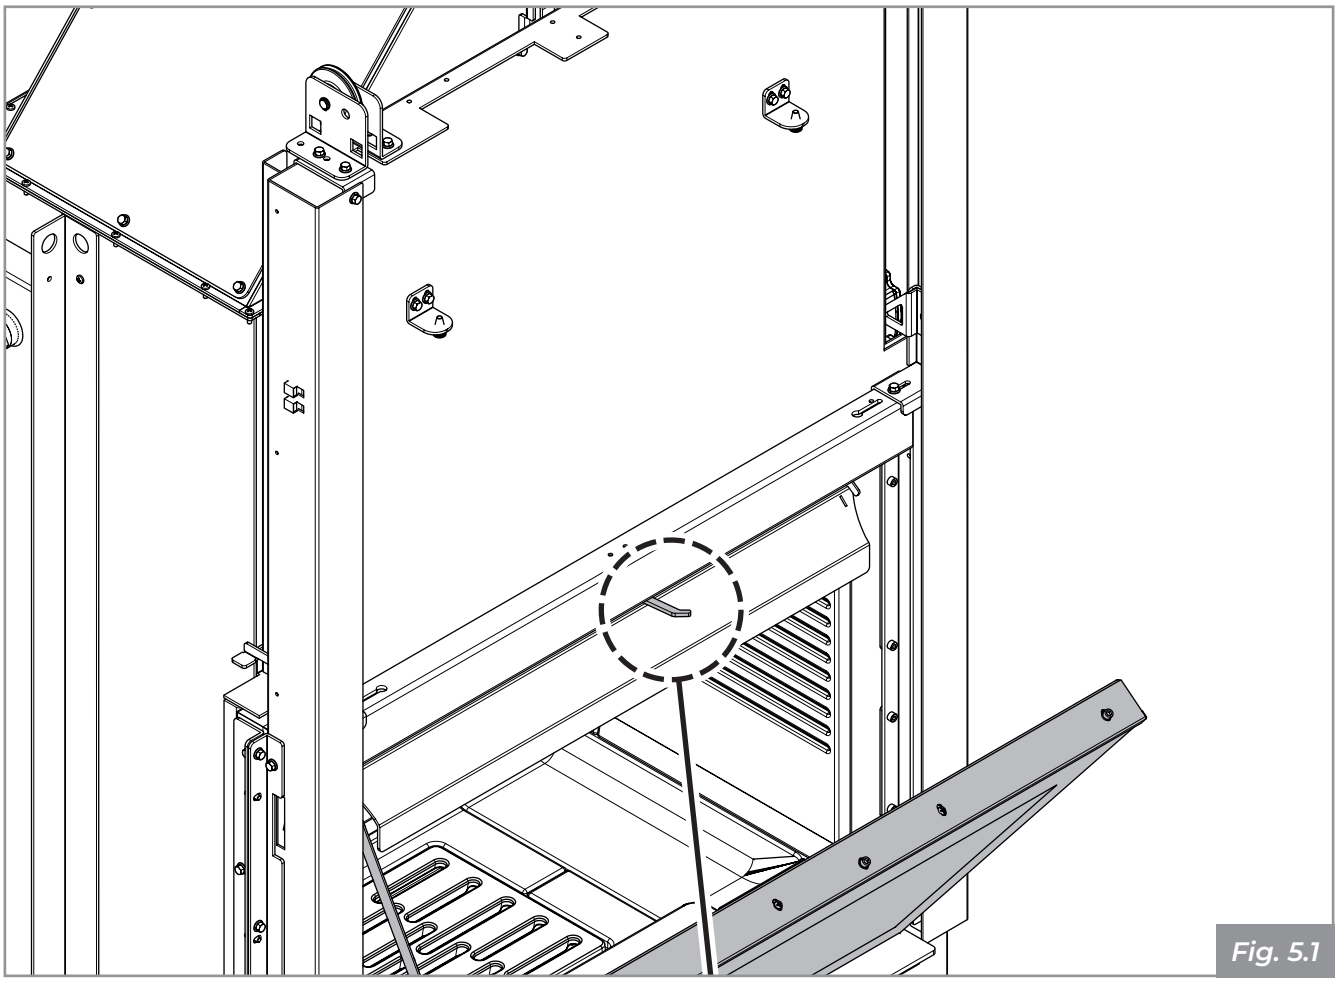

Fig. 5.1
1. Open the dual-aperture door by pulling the handle(s) outwards to release the locking pin on the upper side of the glass; once the lock has been released, open the door and guide it downwards with your hand to avoid impacts **(Fig. 5.1)**.
Clean the glass with a damp cloth or damp paper passed in the ashes. To clean the glass, open the dual-aperture door by pulling the handle(s) outwards to release the locking pin on the upper side of the glass; once the lock has been released, open the door and guide it downwards with your hand to avoid impacts **(Fig. 5.1)**.